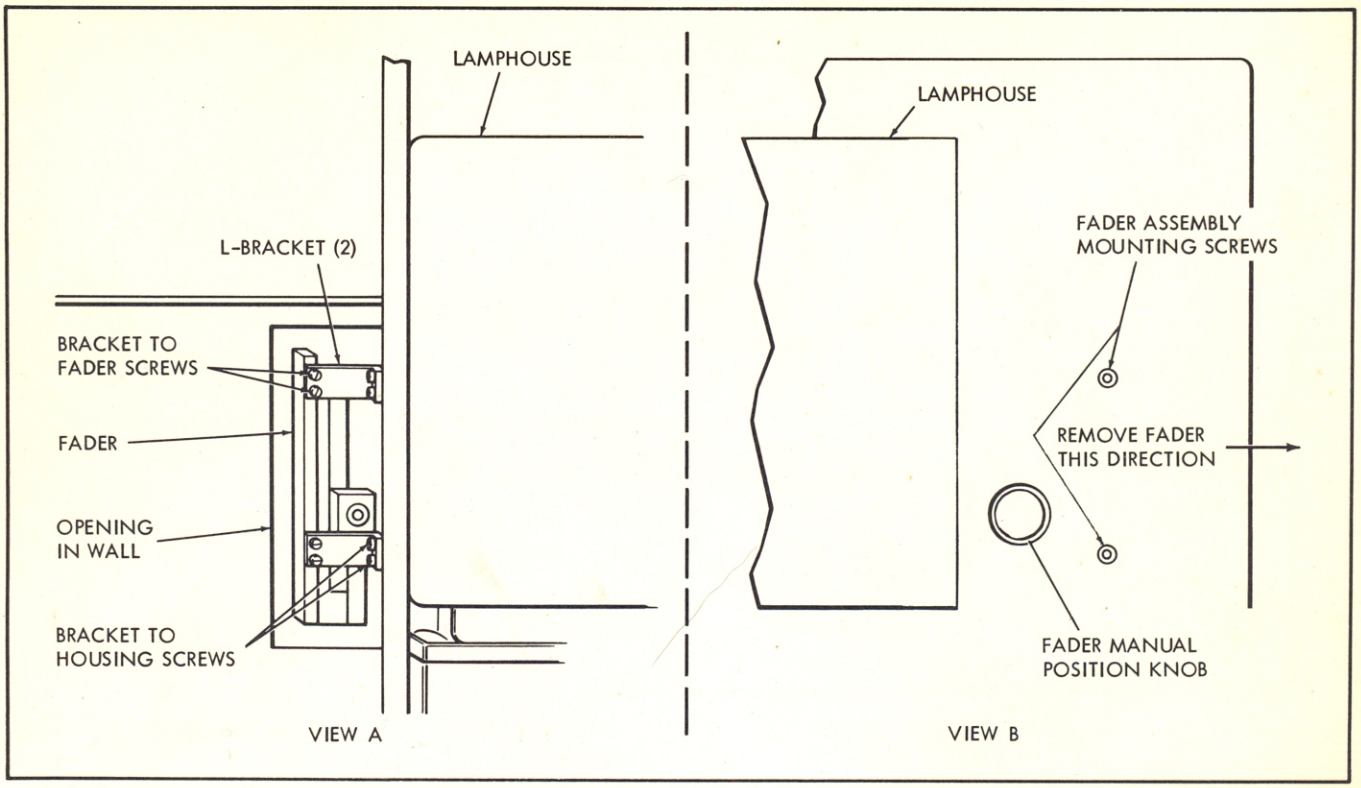

Figure 39. Fader Assembly Removal
b. Open the optical compartment door to expose the fader mounting screws shown in view A of figure 39. Remove the four screws that attach the two "L" brackets to the wall of the optical compartment.
d. While supporting the fader assembly with one hand, from rear of vane housing, remove the two Allen screws shown in view B of figure 39. Withdraw the fader assembly straight out from the vane housing being careful not to drag the shutter frame against the edge of the cut-out in the mounting plate. When placing the assembly on the work bench, do not permit the shutter frame to support the weight of the assembly. Refer to paragraph 5-4 for lubrication instructions.
e. Reinstall the fader assembly by reversing the removal procedure. In reassembly, all eight screws shown in view A of figure 39 are loosened until the four screws in view B are tightened securely. Then the eight screws are tightened. When re-coupling the fader drive shafts (figure 38), be sure to take up all end play toward the power take-off case before tightening the coupling setscrews.